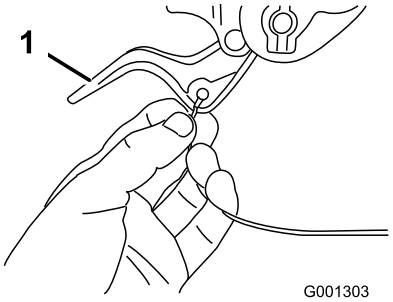

**Figur 7**
2. Led antingen den vänstra eller högra kabeländen över det undre handtaget och för in kabeländen i hålet i motsvarande hjulkopplingsspak (Figur 7).